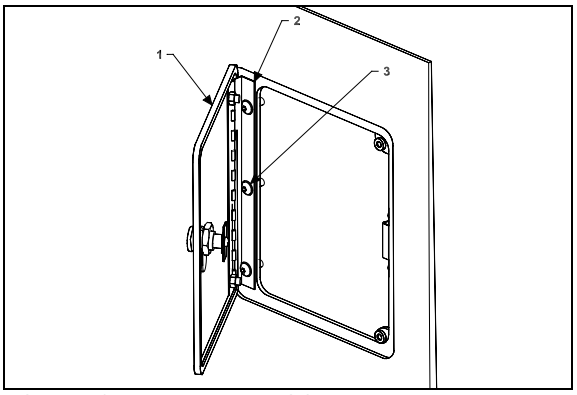

FIGURE 70: FUEL FILLER DOOR 1875003D
1. Open the fuel filler door (1, Figure 70).
2. Loosen the screws (3,Figure 70) holding the panel to hinge (2,Figure 70) assembly.